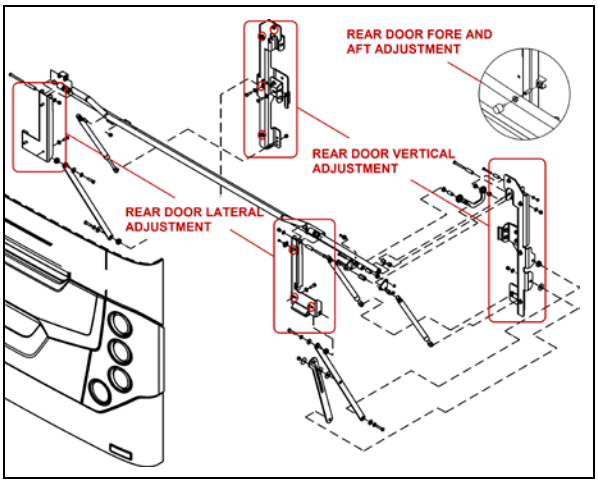

FIGURE 44: ENGINE COMPARTMENT DOOR 18633_1
1. To adjust the door VERTICAL position, loosen the bolts (4 on each side) holding the door supporting arm and gas springs bracket to the *vehicle structure* (Figure 44).
2. To adjust the door LATERAL position, loosen the bolts (3 on each side) holding the door supporting arm and gas springs bracket to the *door* (Figure 44).
3. Adjust the door FORE & AFT position by screwing/unscrewing the rubber door stops on each side of the door opening (Figure 44).